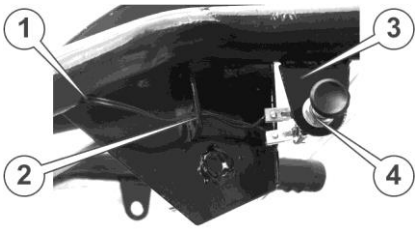

Рисунок 24. – Ліва рукоятка керма
30. Зачистити і під'єднати здвоєний провід електроживлення фари до клем вимикача фари (4) (див. рис. 24.)
32. Протиснути здвоєний провід електроживлення фари через отвір кронштейна (2) (див. рис. 24.) та направити в трубу лівої рукоятки керма через отвір (1) в цій трубі. Протиснути провід через кронштейн кріплення керма і протягнути його вздовж пластикового рукава з електропроводкою (див. рис. 24.)